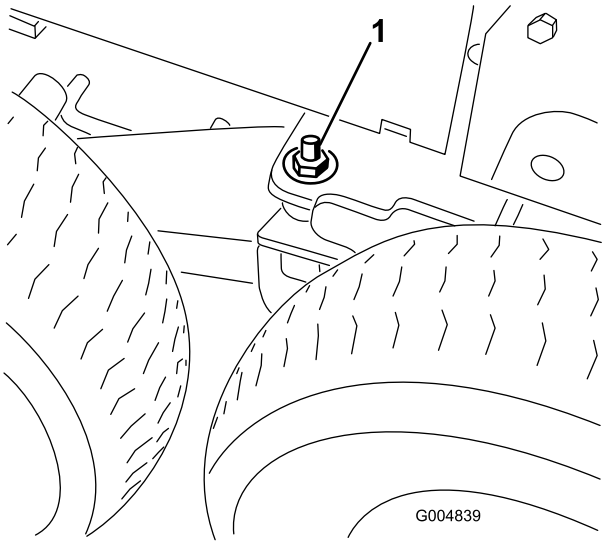

Figur 75
7. Fjern 1/2 tomme låsemøtrikken og den flade spændeskive fra venstre og højre bogiedrejeleds svejsekonstruktion for at udløse drejeleddet (Figur 75).
11. Sænk donkraften, indtil bogiedrejeleddets svejsekonstruktion flytter sig nok til, at den 1/2 tommes flade spændeskive og låsemøtrikken kan monteres på tappen og skrues fingerstramt på begge sider af maskinen (Figur 75).